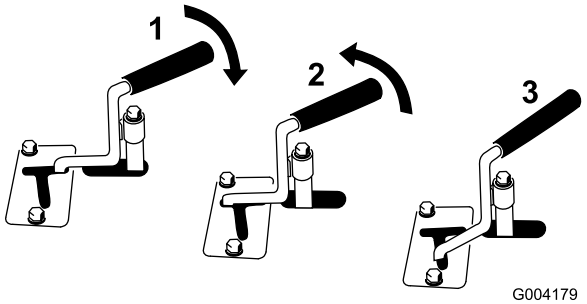

Figura 12
- Para accionar un accesorio hidráulico en dirección hacia adelante, gire la palanca del sistema hidráulico auxiliar hacia atrás y presiónela hacia abajo, hacia la barra de referencia (Figura 12, número 1).
- Para accionar un accesorio hidráulico en dirección hacia atrás, gire la palanca del sistema hidráulico auxiliar hacia atrás y, a continuación, muévala hacia la izquierda, a la ranura superior (Figura 12, número 2).
Nota: Si suelta la palanca cuando está en posición HACIA ADELANTE, la palanca vuelve automáticamente a la posición de PUNTO MUERTO (Figura 12, número 3). Si está en la posición de MARCHA ATRÁS, permanecerá en ella hasta que la saque de la ranura.